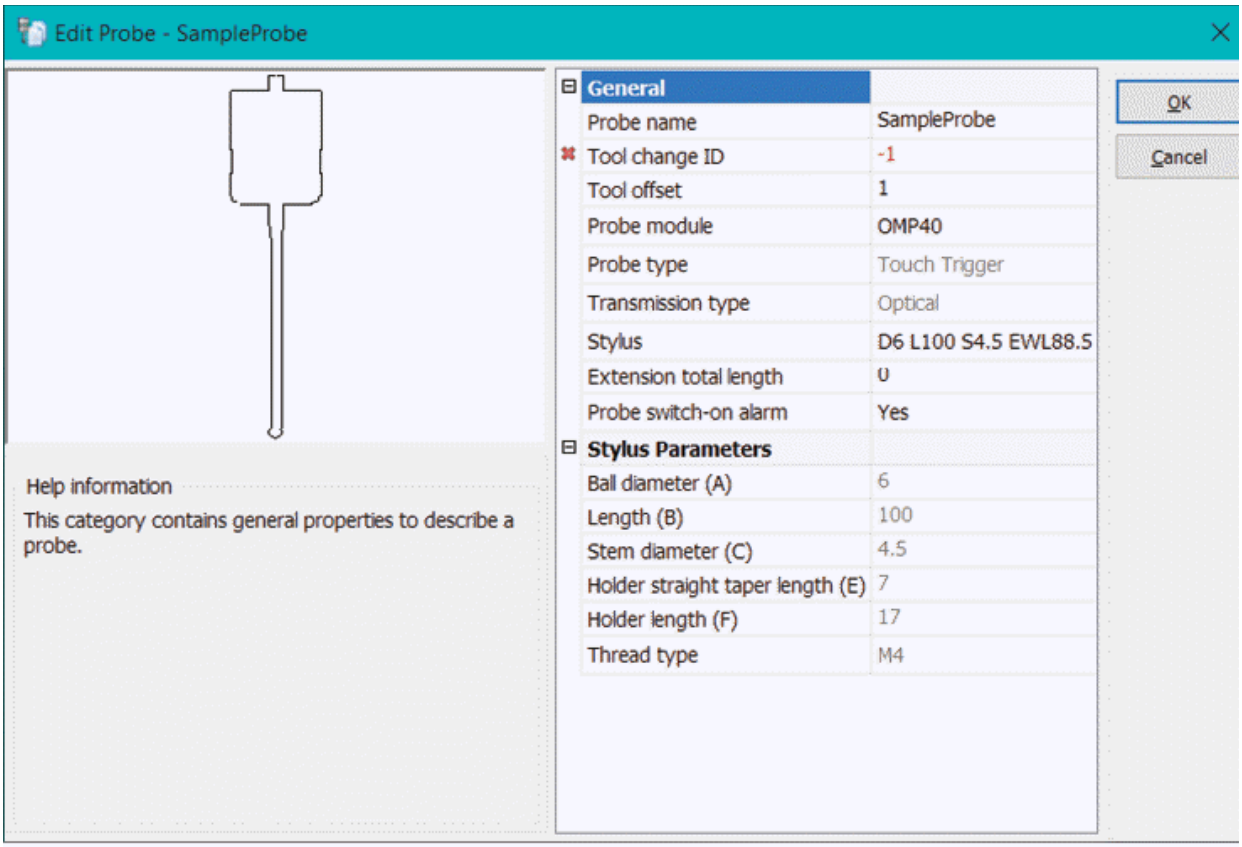

Figure-3. Edit Probe dialog box
- If you want to edit the parameters of probe tool then click on the **Edit** button from the dialog box. The **Edit Probe** dialog box will be displayed; refer to Figure-3.